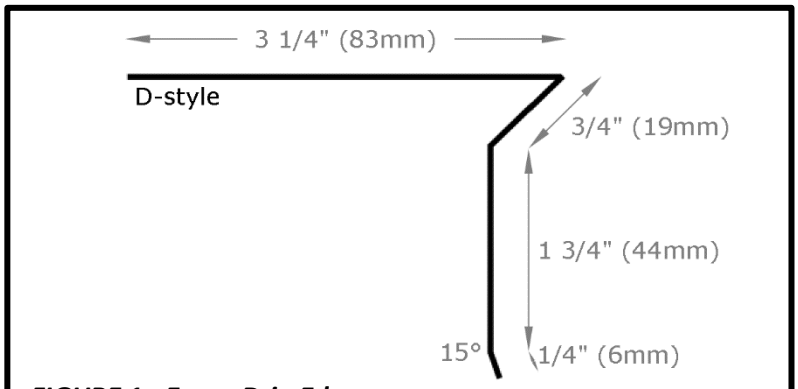

FIGURE 1 - Eaves Drip Edge
- **EAVES** - FWAVE recommends a ***D-style drip edge*** at the eaves, extending a minimum of ***2" (51mm)*** back from the roof edge; bending downwards over the fascia. See **Figure 1**. Apply underlayment over drip edge metal at eaves.